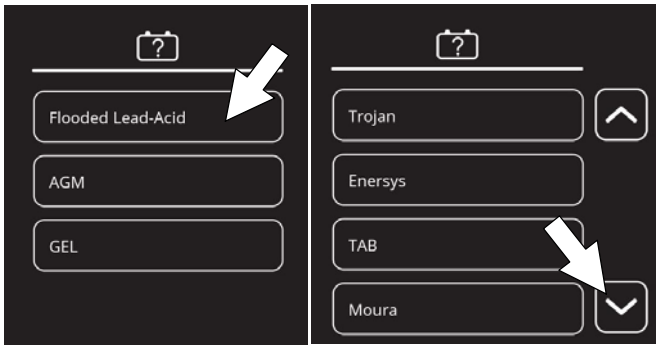

FIG. 137
4. Select battery type and brand installed in machine (Figure 137). See battery label to determine type and brand. Press the up and down arrows to scroll through battery selection.